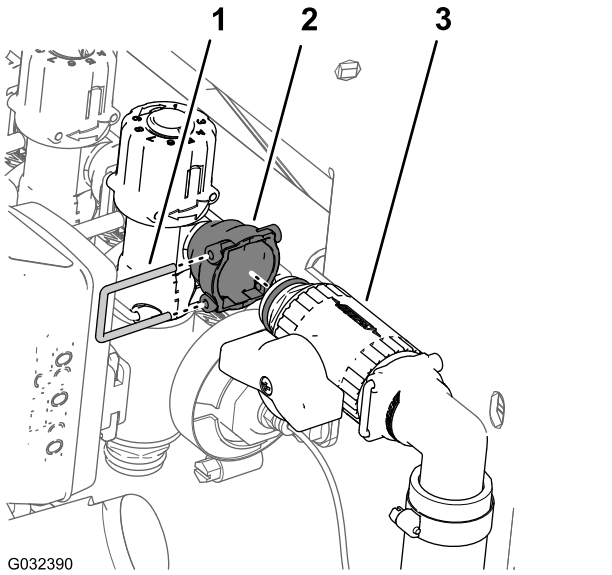

Figur 53
6. Ta bort hållaren som fäster avstängningsventilen på kopplingen på den yttre sidan av överströmningsventilen för höger sprutrampssektionsventil och separera ventilerna (Figur 53).